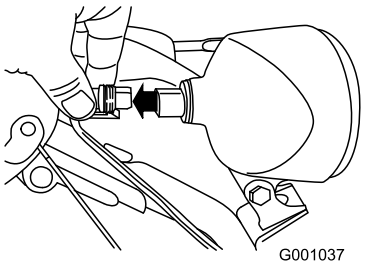

Rysunek 53
1. Odłącz wtyczkę przewodu z tyłu reflektora (Rysunek 53).